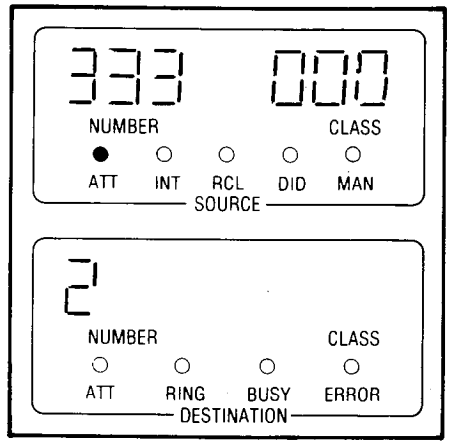

Fig. 360-1
- DESTINATION display shows room status code (Fig. 360-1)